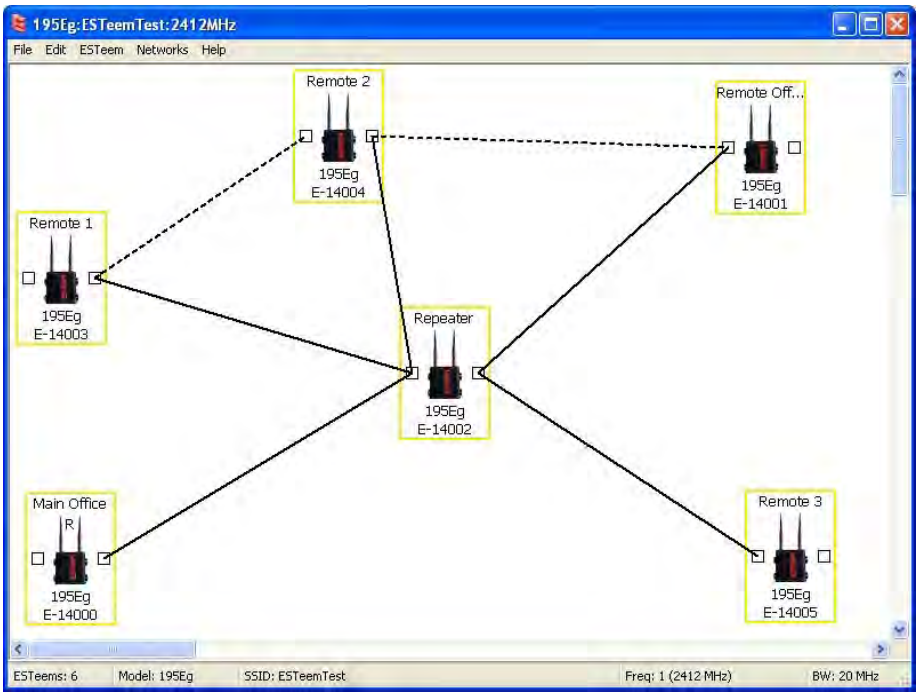

Figure 17: Mesh Network Configuration
2. Move the ESTeem Horizon icons on the screen to simulate the layout of the diagram. Draw connection lines between the primary wireless links modems in the same order as the network layout (Figure 17).
Mesh configuration (Figure 17). For detailed instruction on Mesh network configuration, refer to Chapter 7 of this User's Manual.